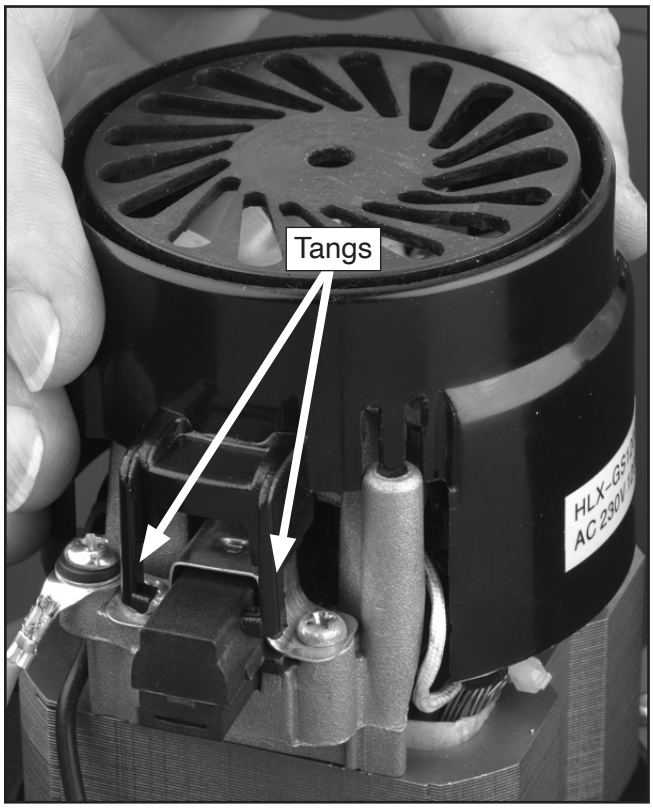

Figure 43. Fan cover installation.
15. Place fan cover back onto motor so tangs lock onto brush housings, as shown in **Figure 43**.